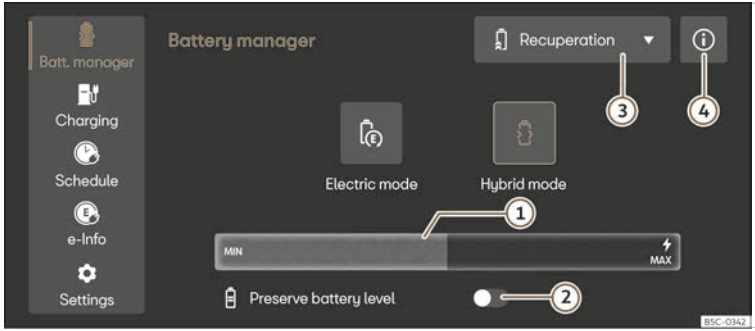

Fig. 117 In the infotainment system: Battery manager menu
- Select **Electric Mode** or **Hybrid Mode** in the infotainment system. Further information about the operating mode can be found in ⓘ ››› Fig. 117 ④.
Key to ››› **Fig. 117**: